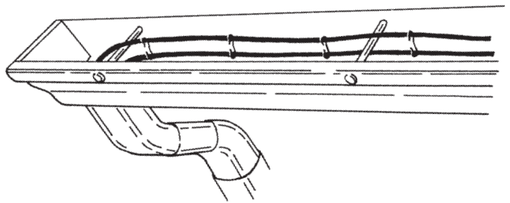
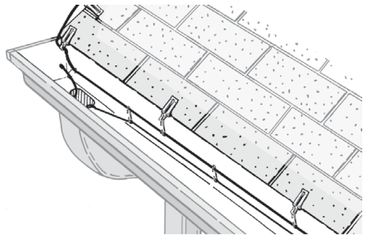

Figure 20a. Double run of cable in gutter-only applications (gutters with gutter-spikes)
Figure 20b. Double run of cable in gutter-only applications (gutters without gutter spikes)
- If you are treating only the gutters for ice problems, use a "double-run" of cable in the gutters and downspouts. Figure 20a shows a gutter installed with gutter spikes. Route the cable under and over the gutter spike to keep the cable suspended off of the bottom of the gutter. Spacers should be attached every 12 inches. Figure 20b shows a gutter with external gutter straps. Use the clips and spacers to keep the cable suspended off the bottom of the gutter. Clips should be attached every 3 feet along the roof.